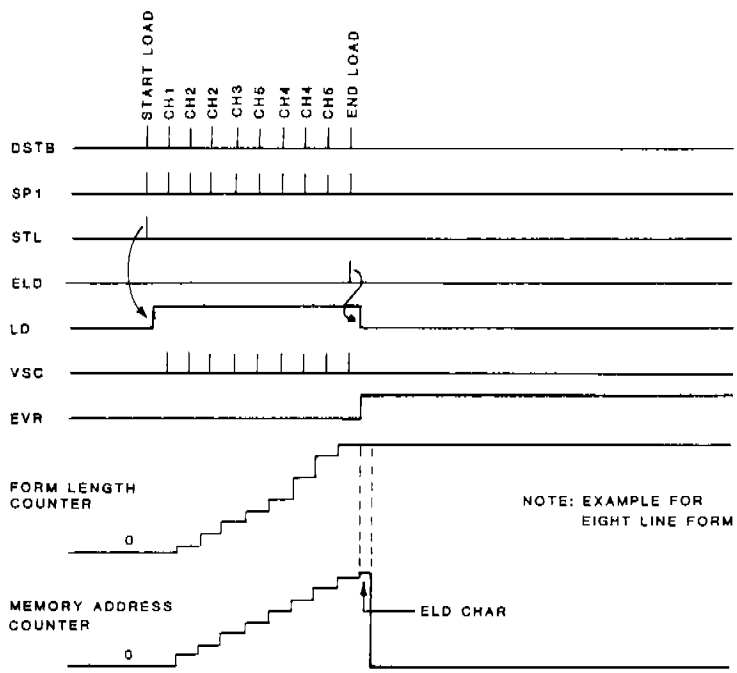

FIGURE 2-29.
3. After the last channel command has been loaded, an End Load command is applied to the Load flip-flop. The flip-flop is clocked by NSPI (Figure 2-29) and resets. The EVFU memory is disabled from further loading. The Forms Length Counter stops incrementing immediately.